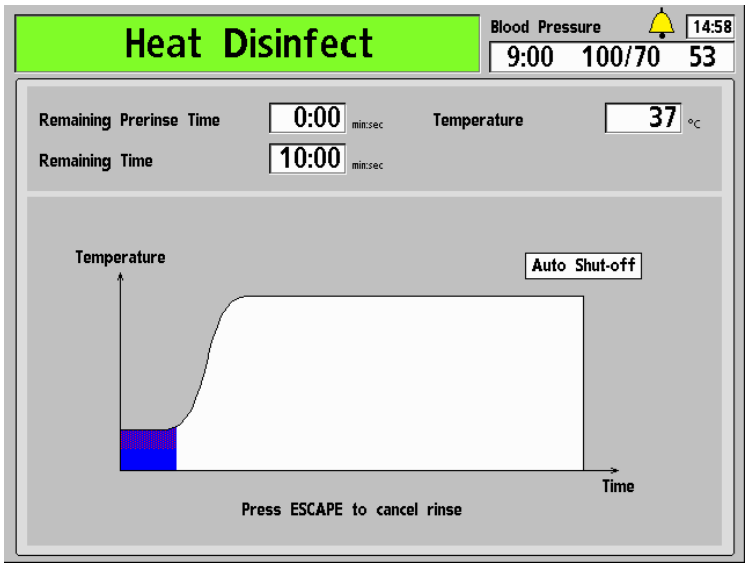

Figure 94 – The Heat Disinfection Screen
2. From the "Select Program" screen, select the **Heat Disinfect** button. The "Heat Disinfect" screen appears in the display (see Figure 94). If the machine was not rinsed prior to this, it will automatically run a short rinse (ten minutes) or an extended rinse (20 minutes) depending on how the machine was configured in Service Mode.
6. Return connectors to their ports when prompted (the machine will beep every 30 seconds until the connectors are inserted back in the rinse ports). The "Heat Disinfect" screen appears next in the display (see Figure 94 – The Heat Disinfection Screen). The machine will automatically run a short rinse (ten minutes) or an extended rinse (20 minutes) depending on how the machine was configured in Service Mode. The Heat Disinfect starts as soon as the temperature of the water reaches 176 °F/80° C. The program time can be set internally to run between 10 and 60 minutes.